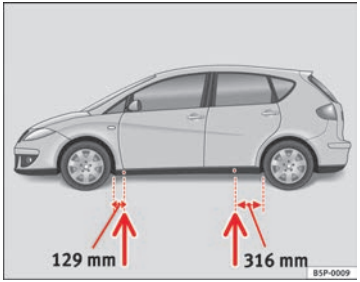

Fig. 177 Jack position points
– Locate the jacking point under the door sill closest to the wheel to be changed ⇒ fig. 177.
Recesses at the front and rear of the door sills mark the jacking points ⇒ fig. 177. There is only one jacking point for each wheel. Do not fit the jack anywhere else.